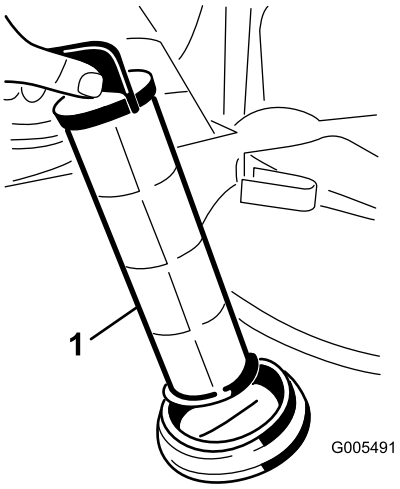

Figure 62
4. Pull the suction strainer out of the hole (Figure 62).